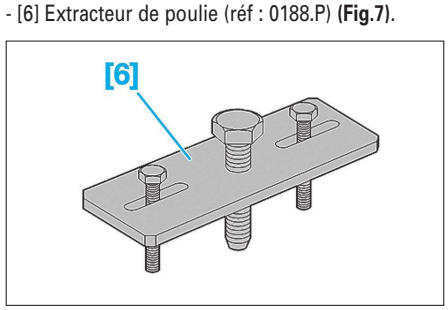

**Fig. 7**
- [6] Extracteur de poulie (réf : 0188.P) **(Fig.7)**.